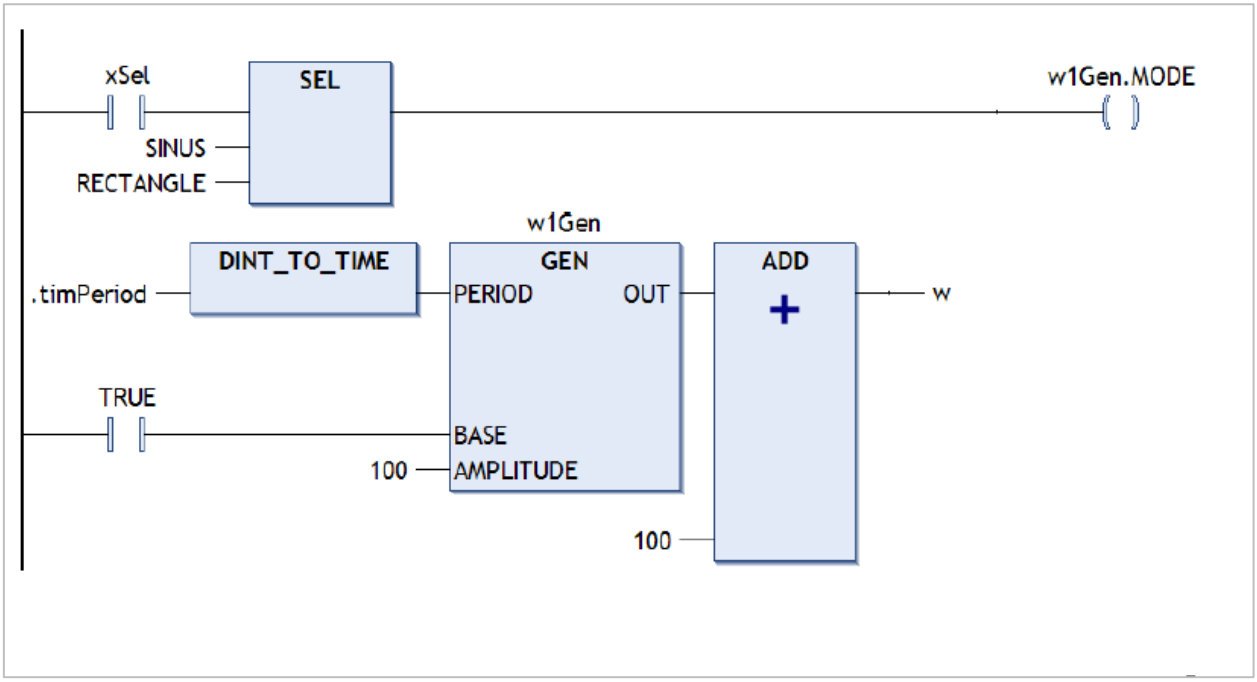

Рисунок 5.1.1 – Пример программного кода на языке LD
На рис. 5.1.1 – 5.1.6 приведены примеры кода на различных языках стандарта МЭК 61131-3.
- языки LD и FBD в реализации CODESYS практически идентичны, разница только в отображении логических операторов («И», «ИЛИ» и т. д.) – сравните рис. 5.1.1 и 5.1.2. На практике вместо этих языков обычно используется не включенный в стандарт язык CFC – за счет свободного размещения блоков он оказывается более удобным и гибким;